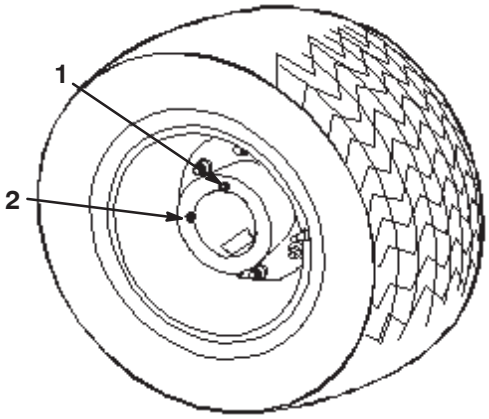

Figur 46
6. Flyt køretøjet langsomt, indtil hjulet er placeret, således at der kan ske påfyldning som vist i figur 46.